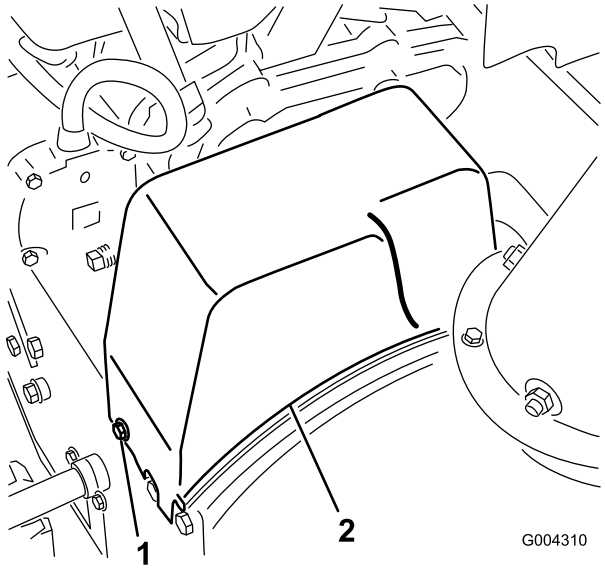

Bild 30
2. Entfernen Sie die zwei Schrauben, mit denen die Riemenabdeckung befestigt ist und legen die Abdeckung zur Seite (Bild 30).
1. Entfernen Sie die zwei Schrauben, mit denen die Riemenabdeckung befestigt ist und legen die Abdeckung zur Seite (Bild 30).